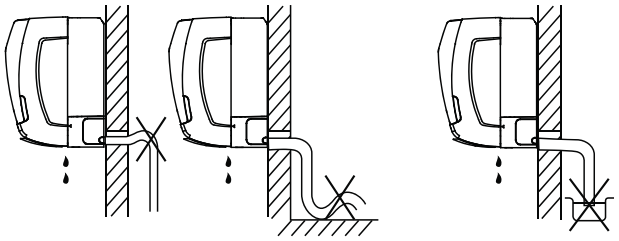

Fig. 7 — Condensate Piping, Poor Installation
- DO NOT install any U bends or dump the condensate line in a sump filled with water. See Fig. 7.